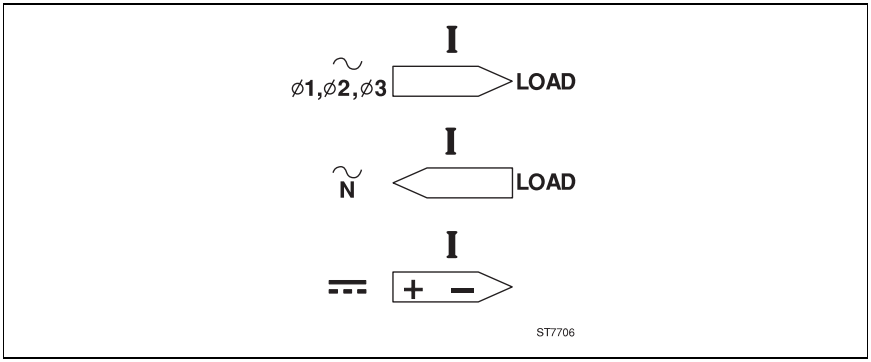

Figura 3. Orientación de la Sonda de corriente
5. Coloque la Sonda de corriente alrededor del conductor; asegúrese de que la flecha marcada en la mandíbula de la Sonda de corriente apunta hacia la orientación correcta (véase la Figura 3).